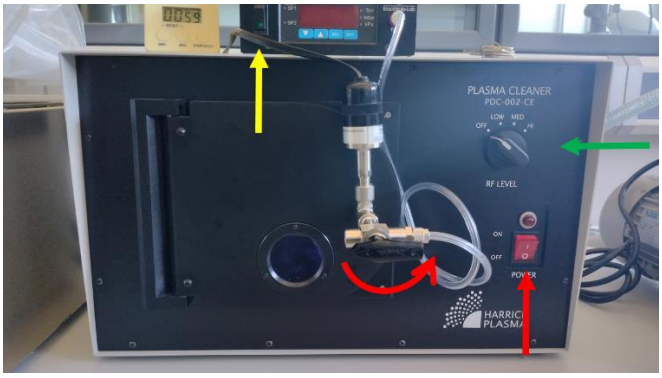

Figure 2. Switch on the cleaner (red arrow). Pressure controller switch (yellow arrow). Set the frequency (green arrow). Vacuum chamber tap (red circle arrow).
Step 2: Switch on the plasma cleaner (Figure 2. straight red arrow).
Step 3: Switch on the pressure controller (Figure 2. yellow arrow)
Step 7: When the pressure reached 0.7mbar, the pressure controller will generate a clicking noise. Now you can switch the plasma frequency button to your desired frequency (Figure 2. green arrow). When the plasma is ignited, a nice purplish „cloud", the plasma, should be visible through the inspection window on the vacuum chamber‘s door. Measure the time of the plasma treatment. When you reached your desired amount of time, turn the frequency button to the off position.